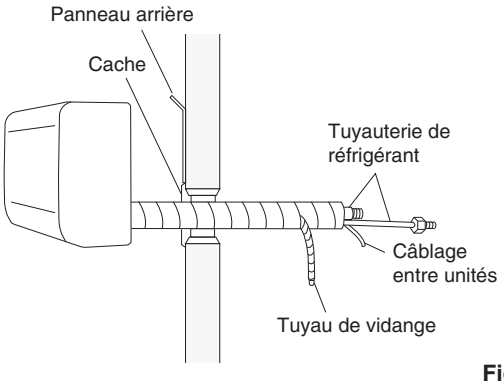

Fig. 3-24
(1) Mettre en forme la tuyauterie de réfrigérant de manière qu'elle puisse passer facilement dans le trou du mur. (Fig. 3-24)